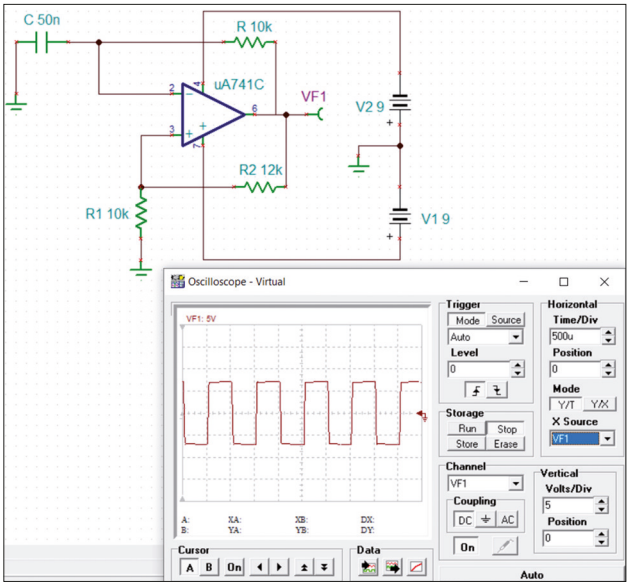

Figure 8.11 Square wave oscillator.
Figure 8.11 shows a square wave output oscillator designed using an operational amplifier. The frequency of oscillation is given by:
The above equation can be used for designing the oscillator. In Figure 8.11, using the exact frequency equation, the frequency is given by:
It is clear from Figure 8.11 that the frequency of oscillation is about 1 kHz.
- Draw the circuit as in Figure 8.11, selecting uA741C as the operational amplifier.